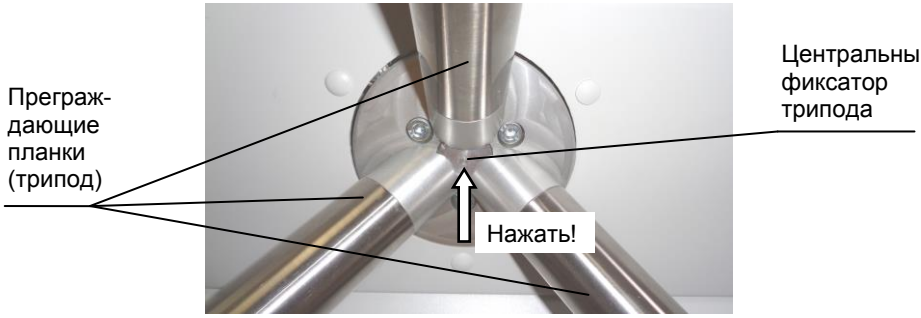

Рис.3 Место расположения центрального фиксатора трипода
- вручную, при нажатии на центральный фиксатор трипода, см. рис.3.
- в режиме «Ожидания» нажмите на пульте кнопку «►» («Проход А») (рис.3). Засветится зелёным соответствующий индикатор состояния турникета – разрешен однократный проход, проверните планки. После проворота соответствующий индикатор состояния турникета засветится красным – турникет снова в режиме «Ожидания»;